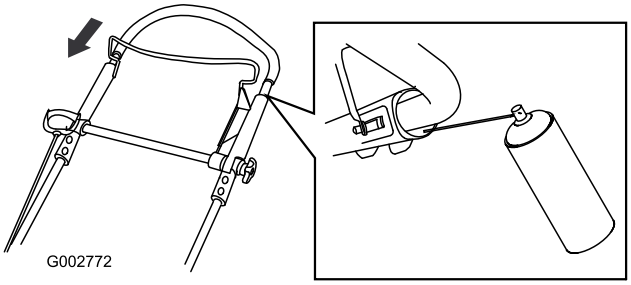

Bild 31
2. Drücken Sie den oberen Bügel ganz nach unten und sprühen Sie die innere Kunststoffoberfläche des äußeren Bügel ein (Bild 31).